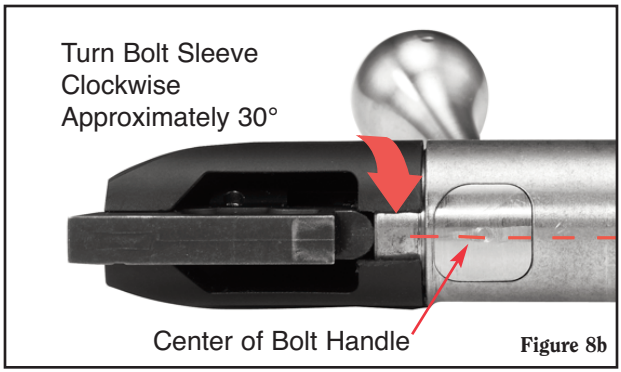

Figure 8b
b. Grasp the outside of the bolt shroud and cocking piece, and rotate approximately 30º as shown so the cocking piece lobe is aligned with the center of the bolt handle base. (See Figure 8b.)
NOTE: The cocking piece must be aligned with the center of the bolt handle to reinstall the bolt sleeve. (See Figure 8b, p. 21.)